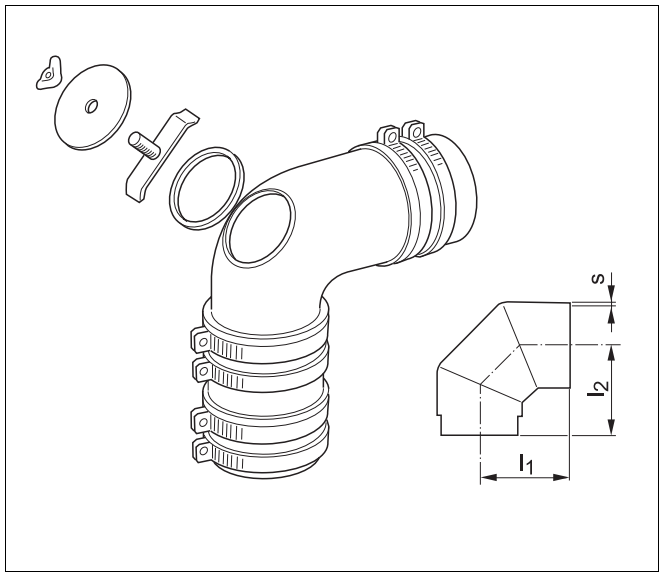

Fig. 1 Esploso curva tubo gas combusti
- Rimuovere la striscia di protezione dal nastro ermetizzante in silicone (fig. 1, **pos. 3**).